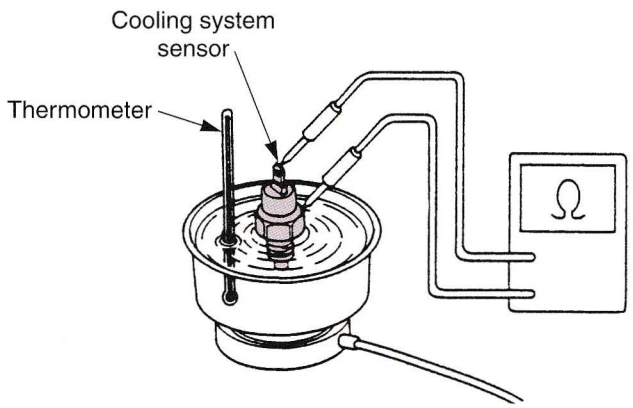

Figure 17-25. Method of testing a cooling system sensor. As the water heats, the sensor will lose resistance. (Honda Motor Co., Ltd.)
2. Suspend the sensor in a pan of coolant (50-50 mixture) over an electric heating element, **Figure 17-25.**